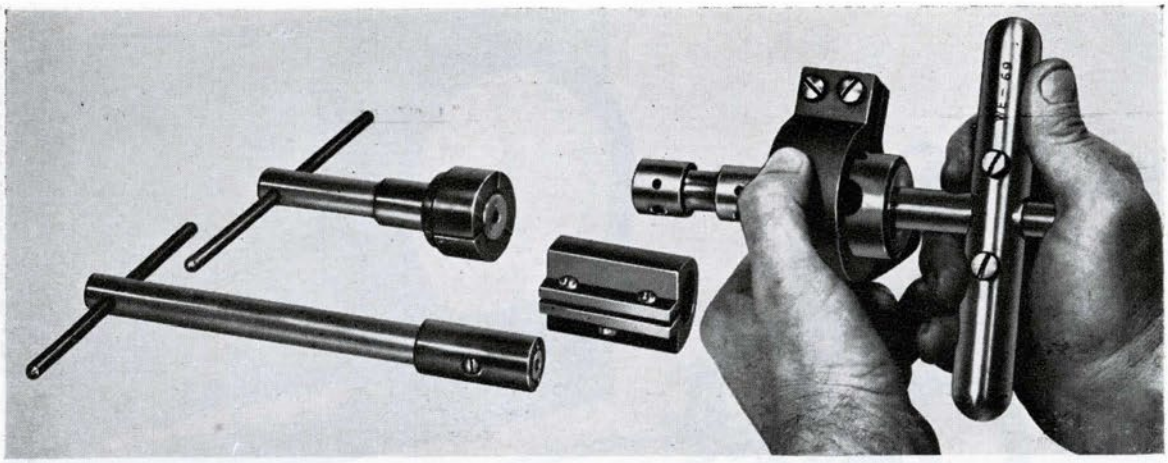

Figure 180
(5) Remove drain cap from bottom of stand pipe and drain excess water out of bottle until no more will come out. (161, 18)
(6) Replace drain cap over end of stand pipe and replace water filling plug. (161, 18, 402)
(7) Turn on low-pressure-air inlet-valve cock and adjust reducing-valve delivery pressure to exactly 35 p.s.i.
(8) Open outlet-valve cock and make trial run to ascertain that the reduced pressure is correct and that set is in working order. Close inlet-valve cock.
(9) With trial run satisfactorily completed, repeat steps (3) through (6), inclusive.
(10) Turn on the air inlet-valve cock.
(11) Simultaneously start stop watch and open water outlet-valve cock.
(12) Snap stop watch at the moment restriction valve blows air, indicating that water is exhausted. The time found is the restriction valve time for the particular restriction under test. The time for the fuel restriction (low power) should be 144 seconds. The time for the water restriction (low power) should be 67 seconds.
(13) After restriction valve has passed test satisfactorily, close air inlet- and water outlet-valve cocks, disconnect special holding fixture and remove restriction valve from fixture. Wipe off valve. (144, 49)
*(c) Lap restriction valve (two diameters) (Fig. 180). (WE68, WE69, WE70, 41)